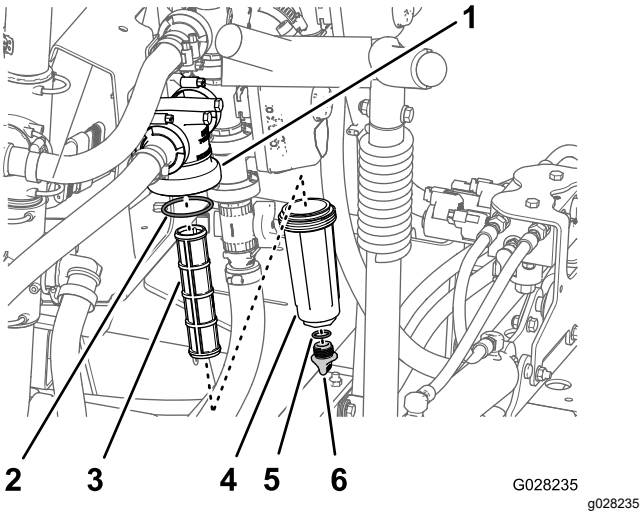

図 109
2. 圧力フィルタの下に受け容器をおく図 109。
3. 圧力フィッティングのドレンプラグを左に回して外す図 109。
4. ボウルを左に回してフィルタヘッドから外す図 109。
5. 古い圧力フィルタエレメントを外す図 109。
6. ドレンプラグの O リングボウルの内側とボウルの O リングフィルタヘッドの内側に傷や破損がないか点検する図 109。
7. 新しい圧力フィルタエレメントをフィルタヘッドに取り付ける図 109。
8. フィルタヘッドにボウルを取り付けて手締めする図 109。
9. ボウルにプラグを取り付けて手締めする図 109。